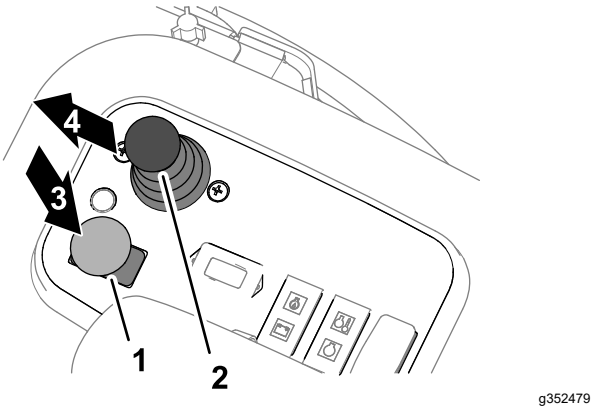

Figur 35
3. Flyt klippeenhedens drevkontakt til positionen DISENGAGE (deaktiver) (Figur 35).
5. Brug sænk+klip/hæv-håndtaget for at sænke klippeenhederne (Figur 35).